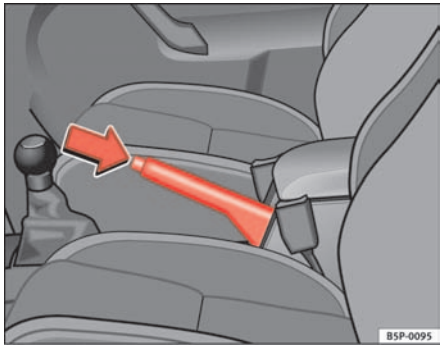

Fig. 141 Handbrake between the front seats
– Pull the handbrake lever up firmly ⇒ fig. 141.
– Pull the lever up slightly and press the locking knob in the direction of the arrow ⇒ fig. 141 and guide the handbrake lever down fully ⇒ ⚠.